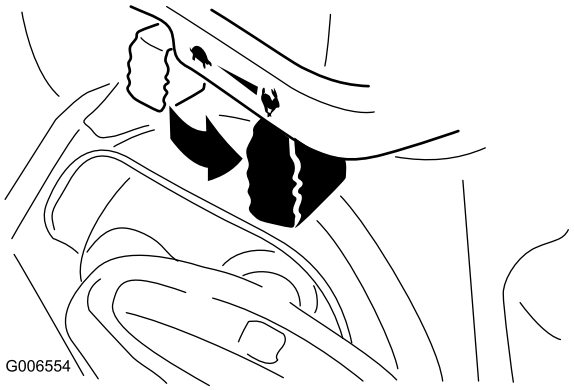

Bild 24
6. Stellen Sie den Gasbedienungshebel auf Schnell (Bild 24).